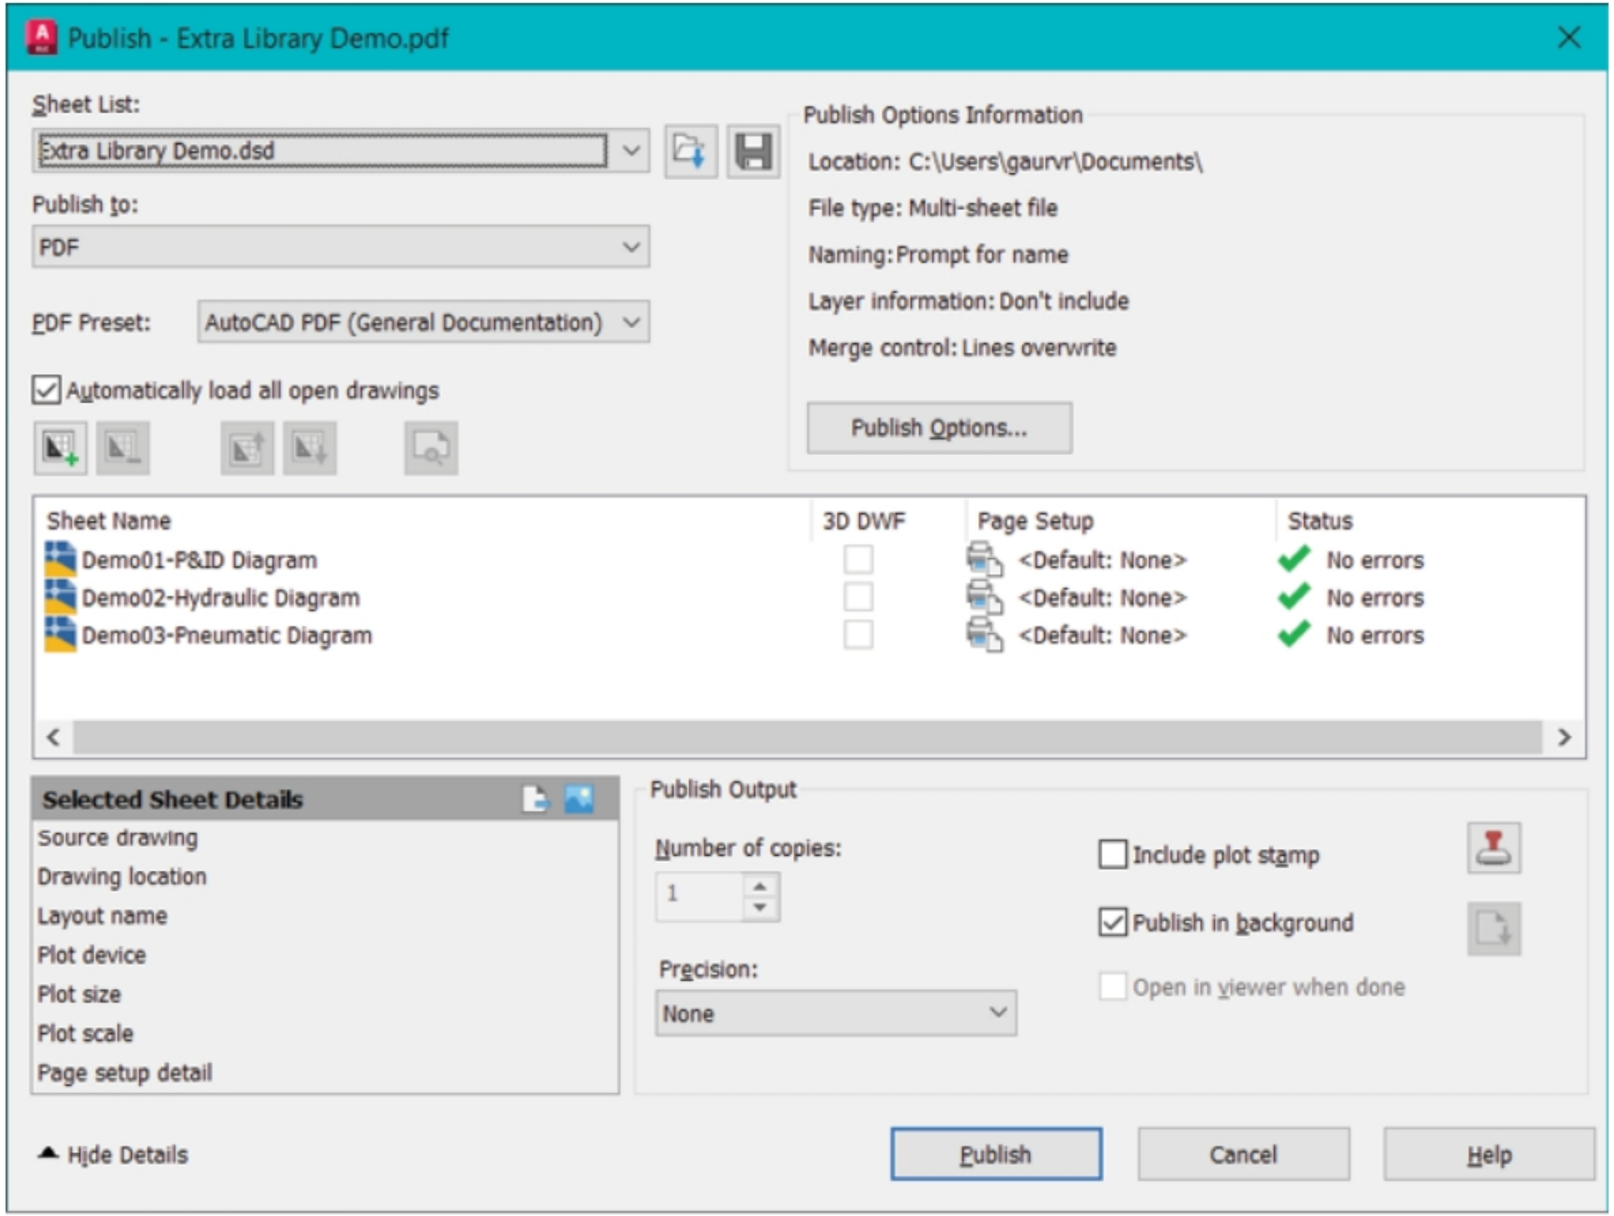

Figure-35. Publish dialog box
- Click on the **OK** button from the dialog box. The **Publish** dialog box will be displayed; refer to Figure-35.